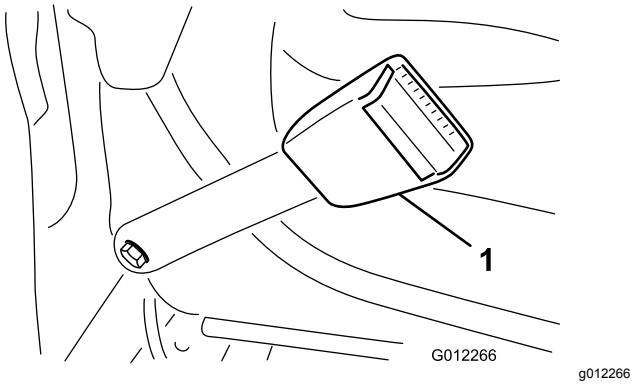

Figur 6
1. Montera änden på varje säkerhetsbältesspärr i hålen baktill på sätet med två skruvar (7/16 x 1 tum), planbrickor (7/16 tum) och låsbrickor (7/16 tum) (Figur 6).